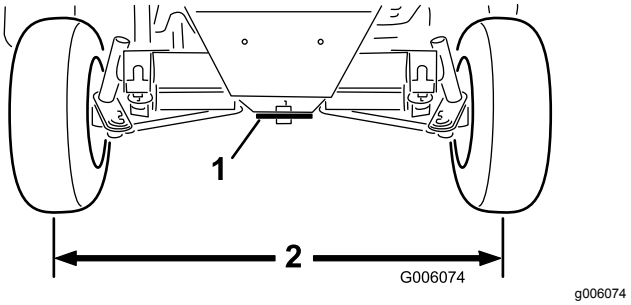

**Figur 62**
2. Juster begge styreforbindelsesstænger, indtil afstanden fra midten til midten foran og bag baghjulene er den samme (Figur 62).